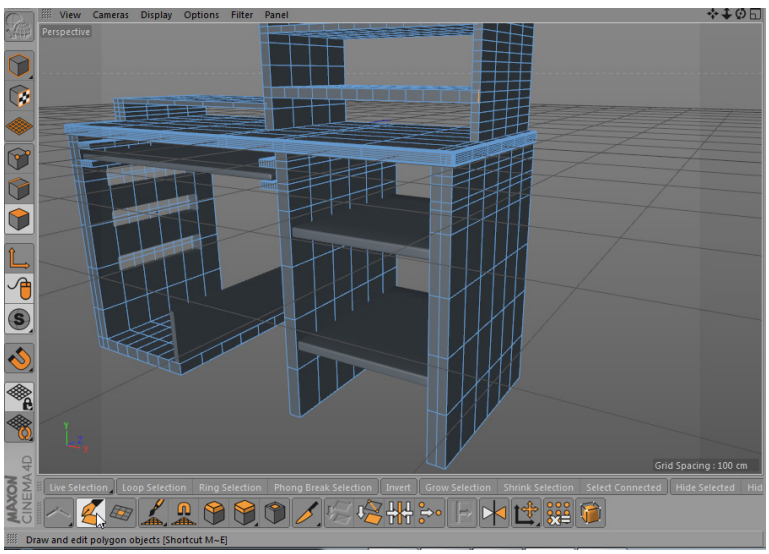

Figure 3-116 *Choosing the* ***Polygon Pen*** *tool from the Modeling Tool Palette*
1. Choose **Model** from the layout tabs located at the top of the interface; the Model layout is displayed with the Modeling Tool Palette displayed at the lower portion of the interface, refer to Figure 3-116.